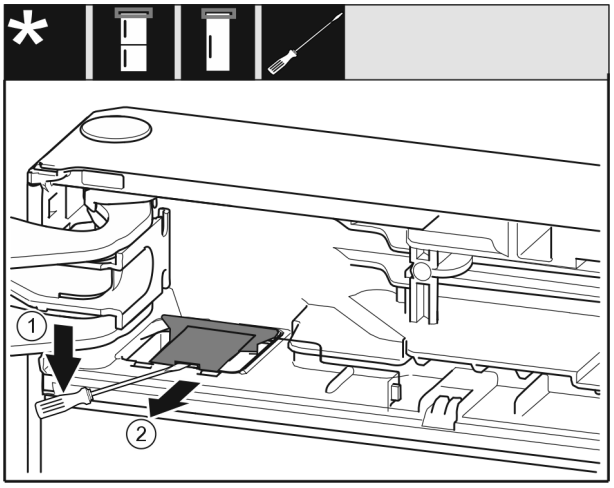

Fig. 10
▶ Use a flat-blade screwdriver to disengage the cover *Fig. 10 (1)*.
▶ Remove the cover *Fig. 10 (2)*.